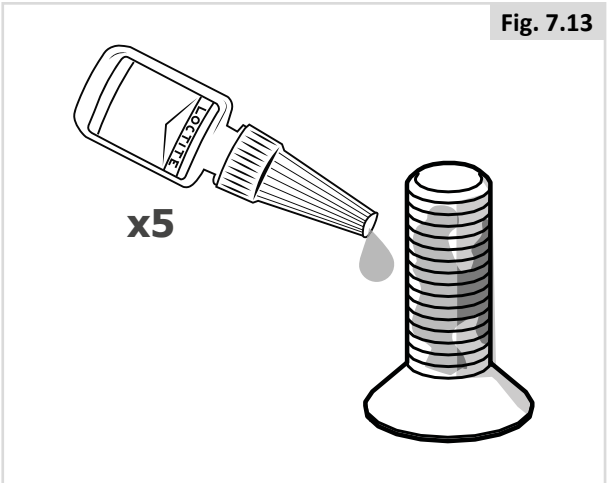

Fig. 7.13
8. Doe Loctite 222 (of een gelijkwaardig product) op de schroefdraad van de bouten (Fig. 7.13).